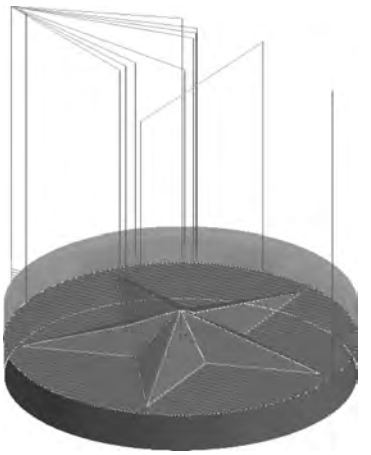
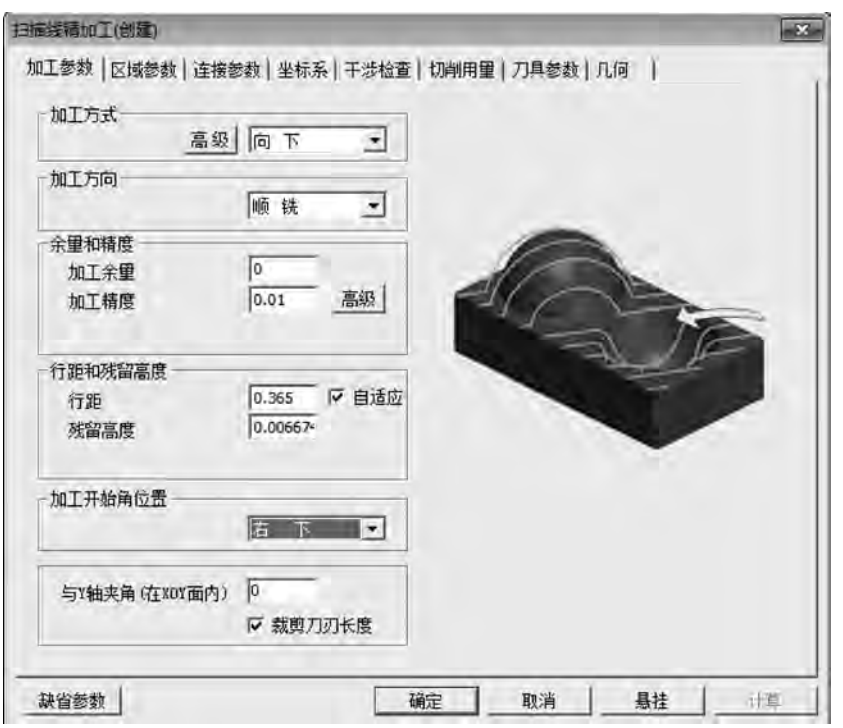

图 5-125 等高线粗加工刀路轨迹
图 5-126 “加工参数”选项卡
⑤ 单击“确定”按钮，系统开始计算并生成粗加工刀路轨迹，这个过程根据计算机的配置情况不同所用的时间有所不同，结果如图 5-125 所示。
⑥ 隐藏生成的粗加工轨迹。在轨迹管理栏中用鼠标右键选取“等高线粗加工”，选择“隐藏”命令，隐藏生成粗加工轨迹，以便于下一步操作。
(2) 扫描线精加工。
① 设置扫描线精加工参数。在菜单栏中选择“加工”→“常用加工”→“扫描线精加工”命令，或直接单击“扫描线精加工”图标，在弹出的“扫描线精加工”的对话框中设置扫描线精加工的“加工参数”，如图 5-126 所示。